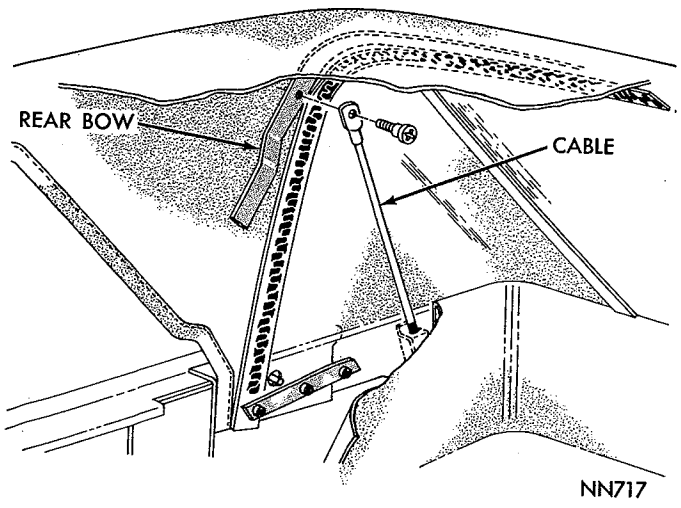

*Fig. 5—Rear Bow Tension Cable (Valiant)*
Two steel cables attached to the rear bow and the top well are provided to keep the number 3 bow from moving forward and wrinkling the top material. They also prevent excessive tension on the backlight zipper. The upper end of the cables are attached to the bow by shoulder bolts. The lower end is threaded into a clinch nut attached to a bracket in the well which permit cables to be shortened or lengthened to increase or decrease tension (Fig. 5). **Before attempting to adjust the cables, unfasten the top header latches to relieve tension on the linkage.**
(1) Place a protective cover on deck upper panel and quarter panel areas.
(2) Place masking tape below lower edges of backlight and quarter panel belt mouldings and remove mouldings.
(3) Remove well flap retainers from inner quarter-panel and disconnect rear bow tension cable (Fig. 5) at the lower bracket.
(4) Mark location of moulding retainer screw holes